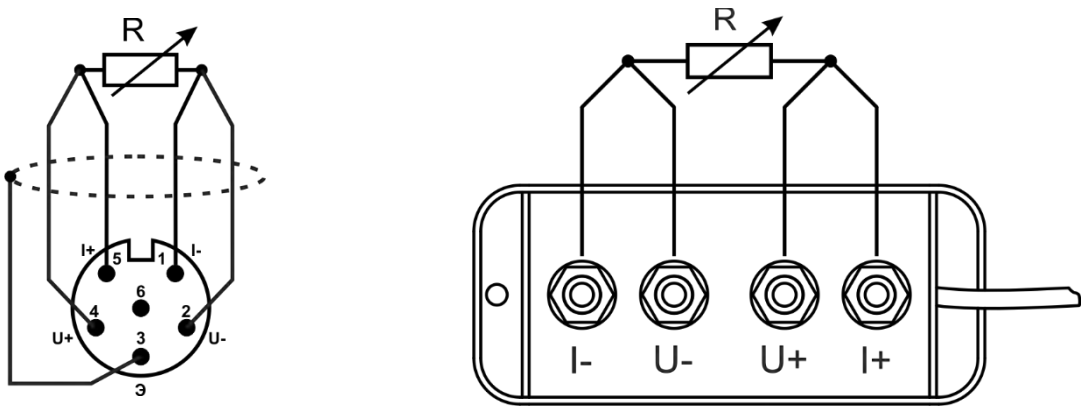

Рисунок 20 — Подключение термопреобразователей сопротивления
- подключить ТС к выбранному каналу (рисунок 20);